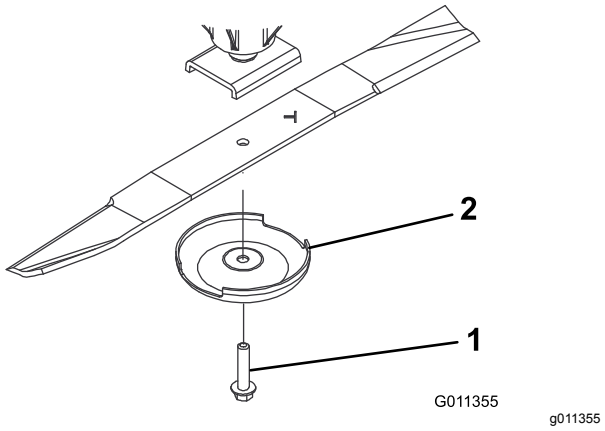

**Figur 88**
2. Fatta tag i knivens ände med en trasa eller en tjockt vadderad handske. Ta bort knivskruven, antiskalpbehållaren och kniven från spindelaxeln (Figur 88).
3. Montera kniven med seglet mot klippenheten med antiskalpbehållaren och knivbulten (Figur 88). Dra åt knivskruven till 115–149 N·m.